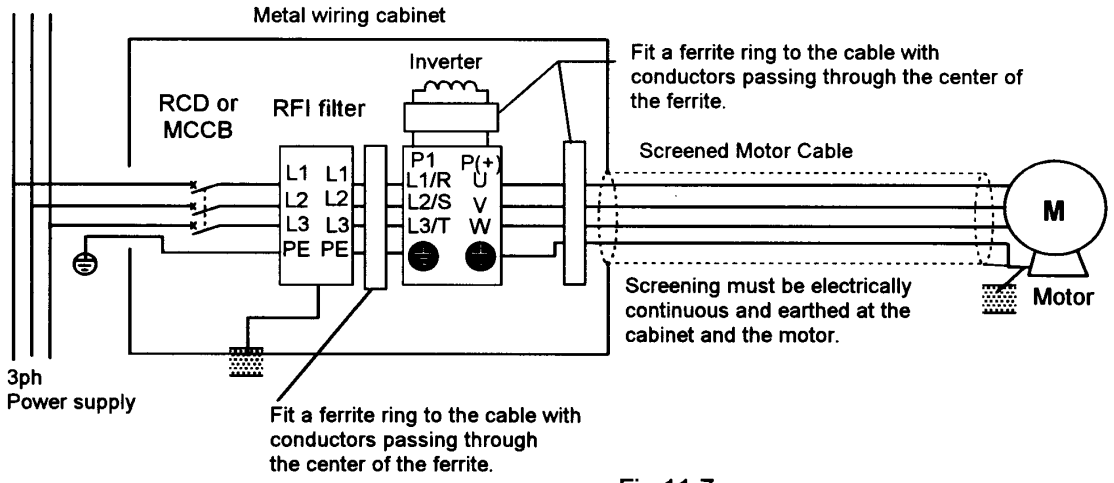

Fig.11-7
6) In case of a ferrite ring is provided with the filter, fit a ferrite ring to conductors passing through the center of the ferrite. Wire the cable according to Fig.11-6 or Fig.11-7 , paying attention to the applied inverter type